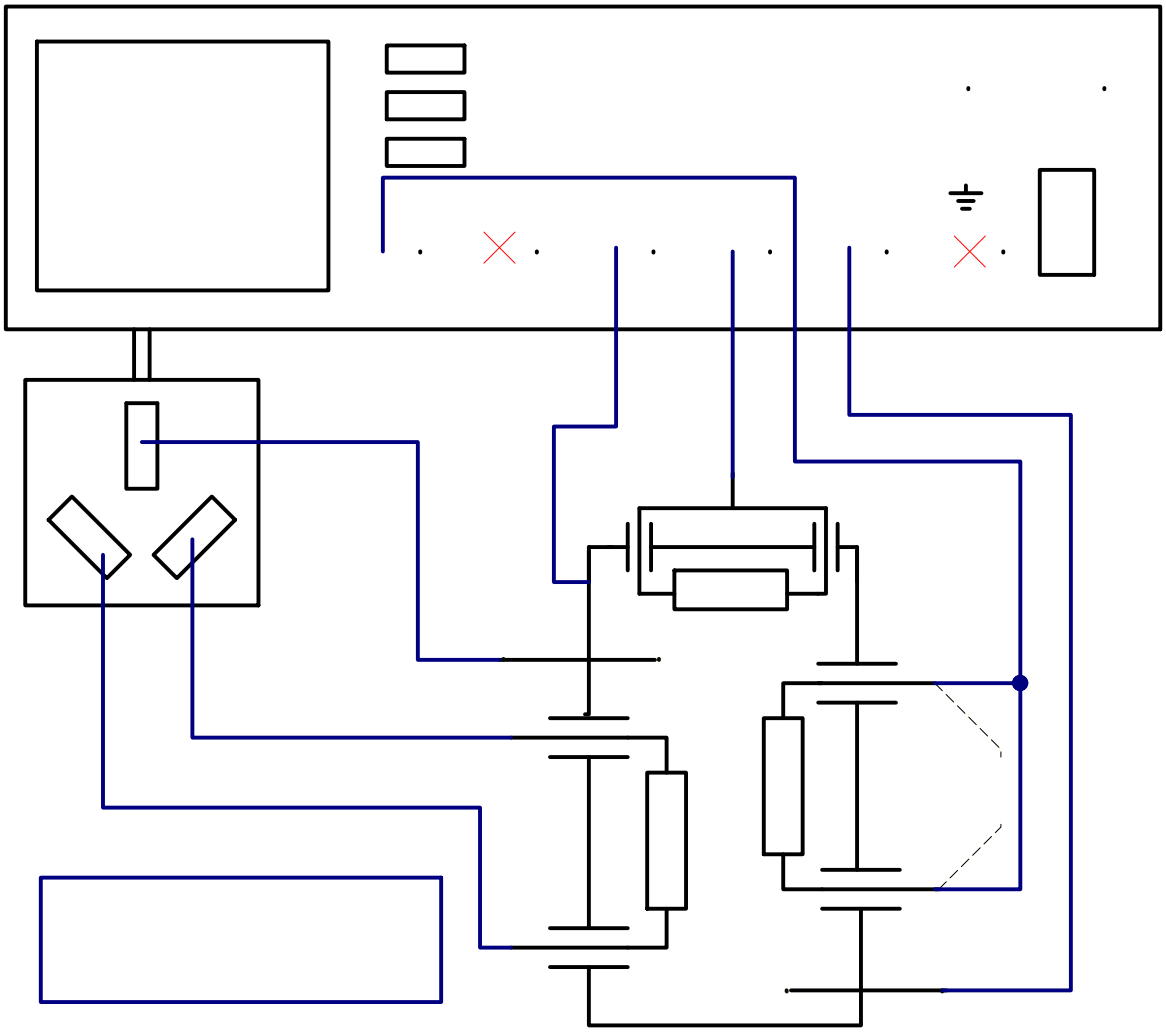

图 20 患者漏电流(PLCSP)-信号输入或输出部份加压连接图
4)　患者漏电流/PLC（参照 GB9706.1 图 20）